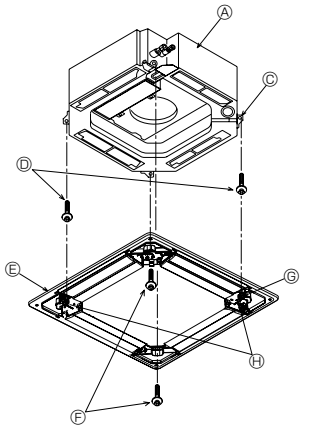

Fig. 5-6
5.4.2. Временная установка вентиляционной решетки (Fig. 5-6)